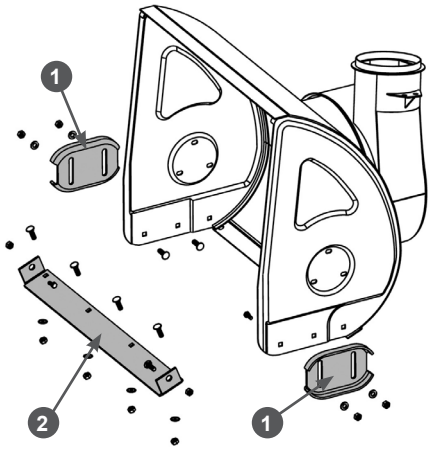

**Рис. 46 Обслуживание кожуха шнеков**
1. Открутите гайки, извлеките болты крепления полозков 1 (Рис. 46) и снимите полозки с кожуха шнеков.
2. Переверните полозки на 180 градусов или установите новые полозки и закрепите их четырьмя болтами и гайками (Рис. 46). Перед окончательной затяжкой гаек отрегулируйте высоту забора снега.
Для наглядности на Рис. 46 кожух шнеков показан без шнеков, редуктора и валов.
1. Открутите гайки, извлеките болты крепления и снимите нижнюю накладку 2 с кожуха шнеков (Рис. 46).
2. Установите новую нижнюю накладку и закрепите ее болтами и гайками (Рис. 46).